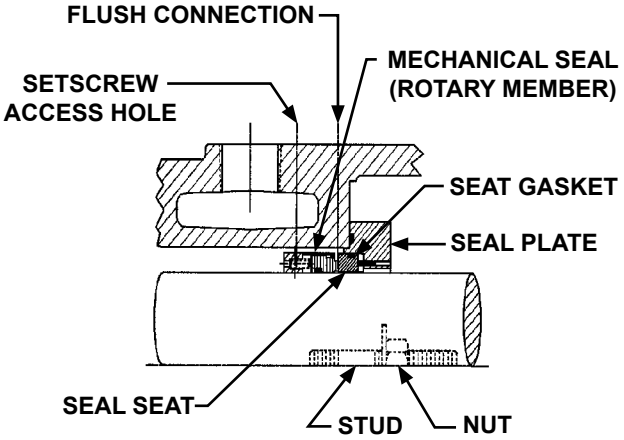

FIGURE 8
2. Elastomeric O-ring **(Figure 8, page 9)**
5. Move rotary member so set screws are directly below seal set screw access holes on side of bracket **(See Figures 8 and 9).** Tighten all set screws securely to shaft.